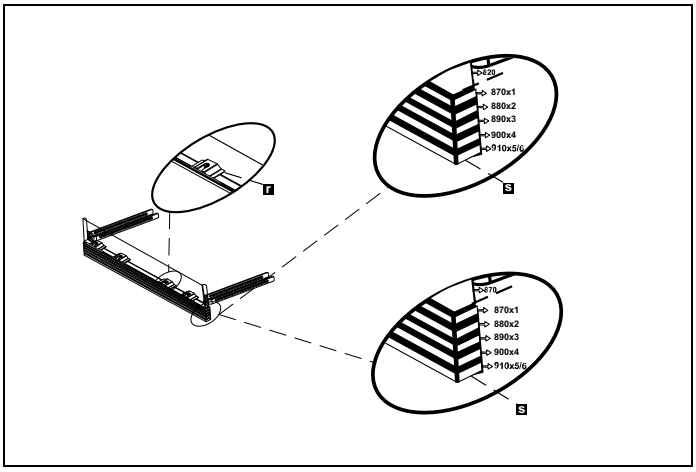

Fig. 20
3) Comme illustré dans la Fig. 20 , les pieds cylindriques du coup-de-pied réglable sont fixés aux pièces métalliques de fixation du coup-de-pied et insérés à travers la cavité de la pièce.